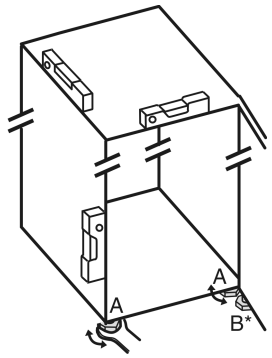

Fig. 48
▶ Stelvoetjes *Fig. 48 (A)* met meegeleverde steeksleutel en met behulp van een waterpas er uit draaien tot het apparaat vast en vlak is uitgelijnd.
▶ Stelvoetje *Fig. 48 (B)* op het lagerblok losdraaien met de bijgeleverde steeksleutel totdat deze op de vloer rust.
▶ Draai de verstelbare poot *Fig. 48 (B)* maximaal 90° verder om beschadiging van de deur te voorkomen.